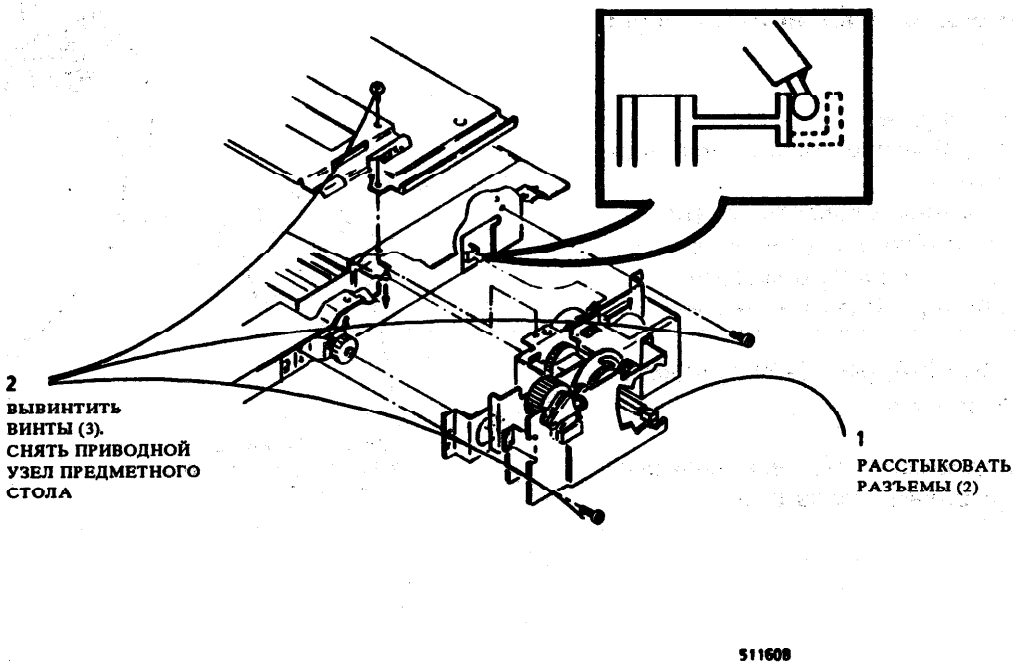

Рис. 1 Снятие приводного узла предметного стола (5009 R/E)
2. (Рис. 1): снять узел привода предметного стола.